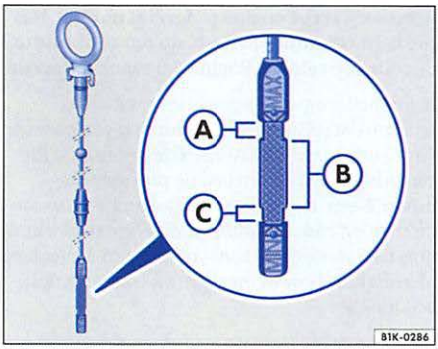

Fig. 6 Engine oil dipstick with engine oil level marks
Ⓐ You **must not** add oil ⇒ fig. 6.
Illustration ⇒ page 44, fig. 6 shows the oil dipstick. Depending on the model, your oil dipstick may look different or have a different color from the one shown in the illustration. The markings on the dipstick are the same for all models. ◀
– As soon as the oil level is in area ⇒ page 44, fig. 6 (B), carefully screw the oil cap back on and insert the oil dipstick all the way. Otherwise oil could leak out when the engine is running. ▶
If the oil level is above level ⇒ page 44, fig. 6 Ⓐ, do not start the engine - this could damage the catalytic converter and the engine! See an authorized Volkswagen dealer or a qualified workshop.